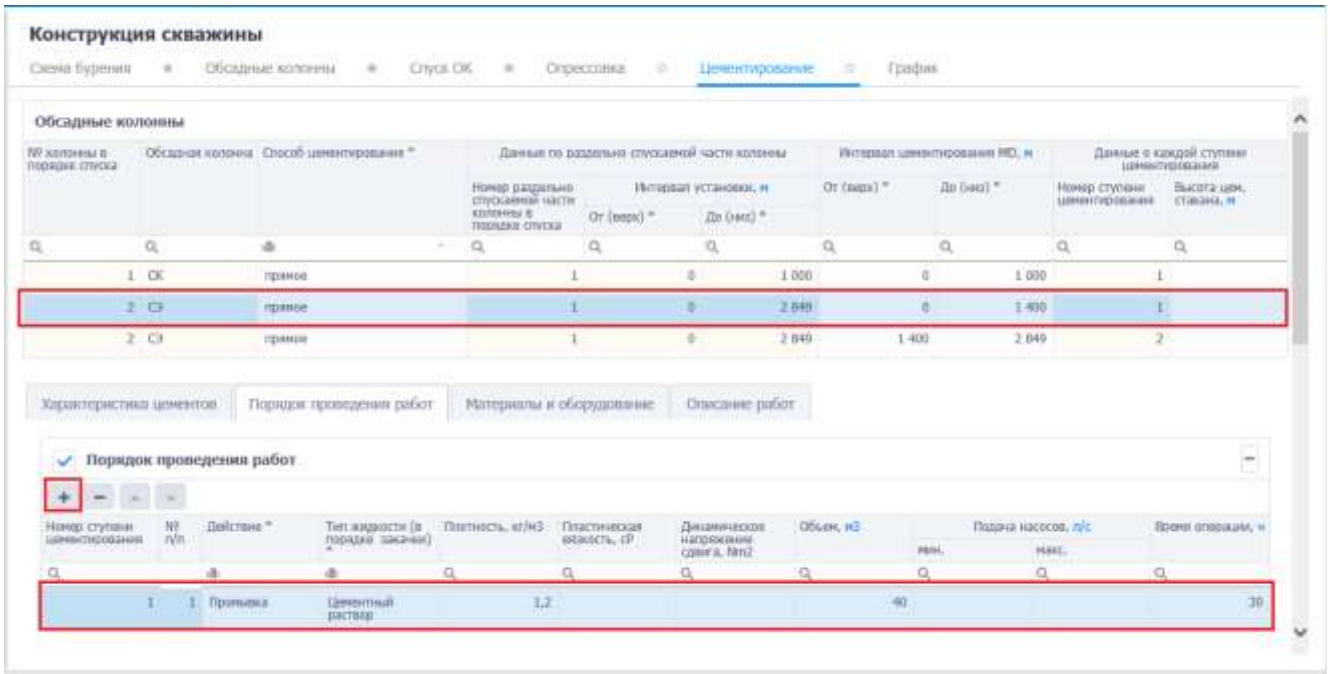

Рис. 3.137
1) Заполнить таблицу «Порядок проведения работ» на вкладке «Порядок проведения работ». Для этого следует выбрать секцию в таблице и добавить действие, нажав на кнопку (Добавить) и введя данные стандартным для программы образом (рис. 3.137).